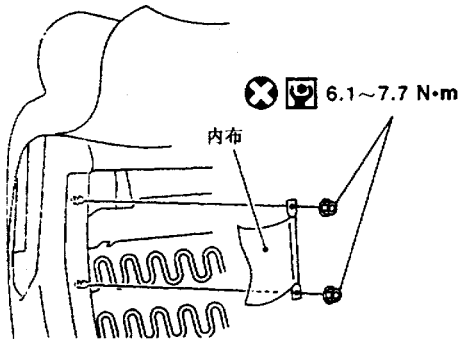

图 16－2－16　拆下固定前侧面安全气囊和内布的螺母
(1) 用新螺母把前侧面安全气囊安装到座背架上。
(2) 安装前侧面安全气囊插接件。
(3) 安装座背微调。
(4) 如图 16－2－16 所示，用螺母固定内布。
(5) 连接前侧面安全气囊模块插接件。
(6) 闭合座背拉链。
(7) 连接蓄电池电缆。
(8) 进行自诊断，确保 SRS 工作正常。